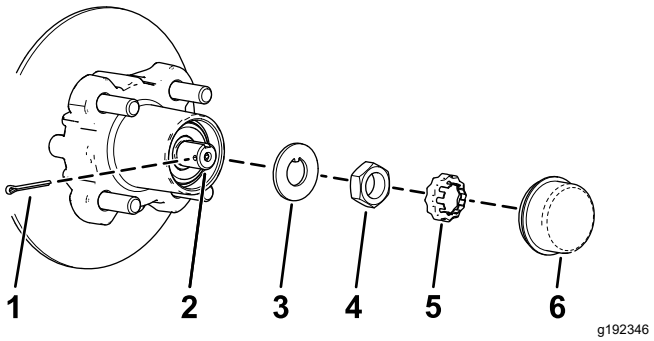
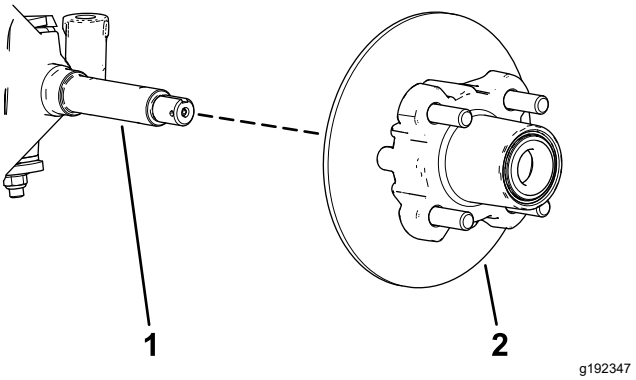

Figura 33
Figura 34
4. Retire el tapón guardapolvo del cubo (Figura 33).
5. Retire la chaveta y el retén del eje/tuerca del eje (Figura 33).
6. Retire la tuerca del eje y separe el conjunto de cubo y rotor del eje (Figura 33 y Figura 34).